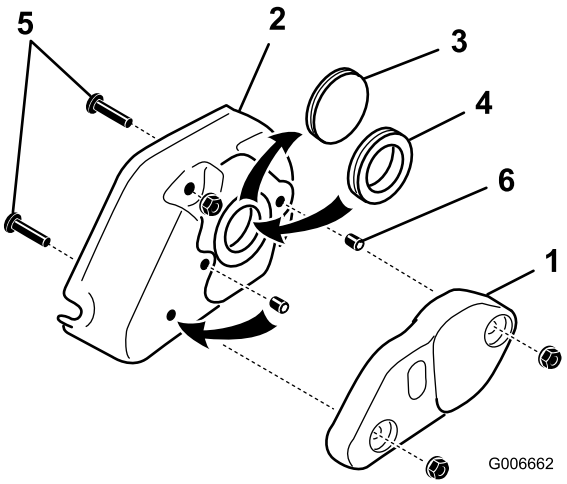

Figuur 28
31. Verwijder de twee 5/16 inch flensmoeren waarmee het gewicht van de groomer aan de kap van de groomer is bevestigd en verwijder het gewicht (Figuur 28).
6. Stelschroeven (2)
32. Verwijder de dichte pakkingsring uit de kap en vervang deze door de rubberen pakkingsring (Figuur 28).
33. Verwijder de twee 5/16 x 1-1/4 inch schroeven in de kap (Figuur 28).
34. Verwijder de stelschroef uit de middelste opening in de kap van de groomer (Figuur 28). Monteer deze stelschroef en de stelschroef die met de set is meegeleverd in de openingen die eerder zijn gebruikt voor de montageschroeven van de kap. Smeer vóór de montage Loctite op de stelschroeven. Zorg dat de stelschroeven op gelijke hoogte met de kap zijn.